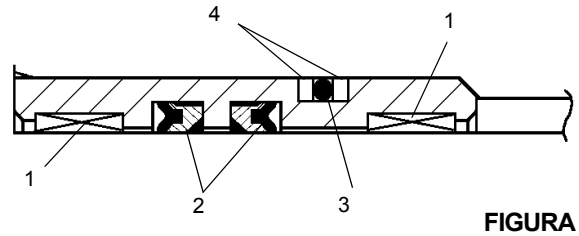

FIGURA 2-40
2. Instale o anel de vedação e os anéis de encosto na parte externa do retentor de vedação e as vedações da haste em Z altas e anéis de desgaste na parte interna do retentor de vedação Figura 2-40.